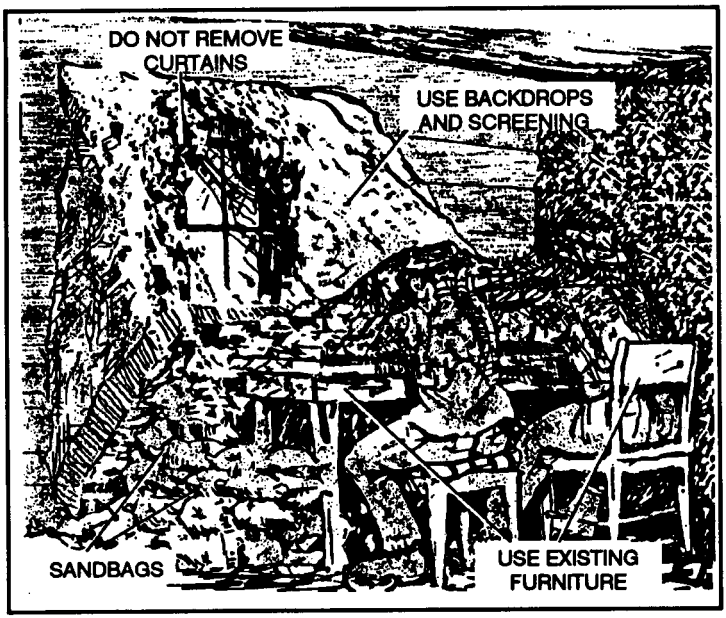

Figure 4-13. Room hide position.
(1) ***Room hide position.*** In a room hide position, the sniper team uses an existing room and fires through a window or loophole (Figure 4-13). Weapon support may be achieved through the use of existing furniture-that is, desks or tables. When selecting a position, teams must notice both front and back window positions. To avoid. silhouetting, they may need to use a backdrop such as a dark-colored blanket, canvas, carpet, and a screen. Screens (common screening material) are important since they allow the sniper teams maximum observation and deny observation by the enemy. They must not. remove curtains; however, they can open windows or remove panes of glass. Remember, teams can randomly remove panes in other windows so the position is not obvious.